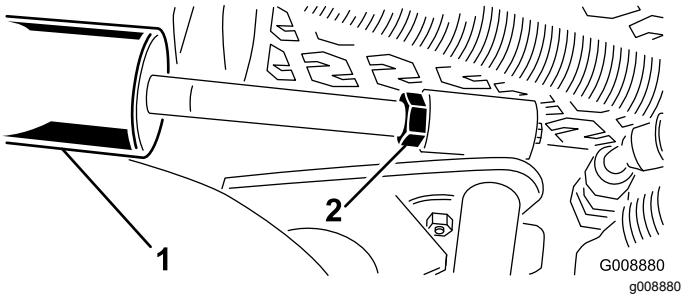

Rysunek 31
1. Poluzuj przeciwnakrętkę siłownika podnoszącego (Rysunek 31).